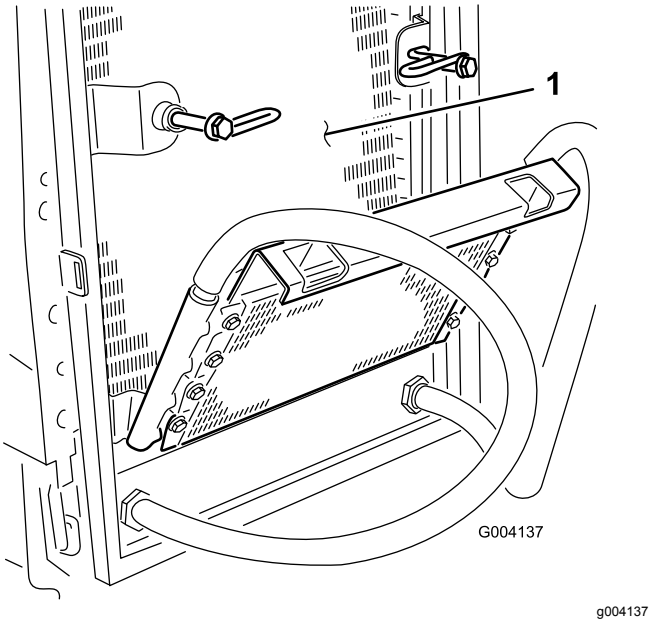

Figur 67
6. Rengör noga på båda sidor om oljekylaren och kylaren (Figur 67) med tryckluft.